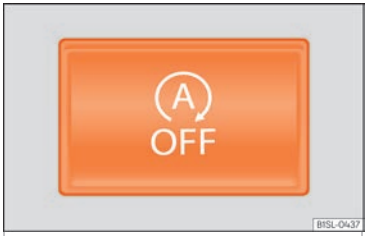

Fig. 166 In the centre console, top section: Start-stop system.
- Press the button situated in the centre console ››› Fig. 166.